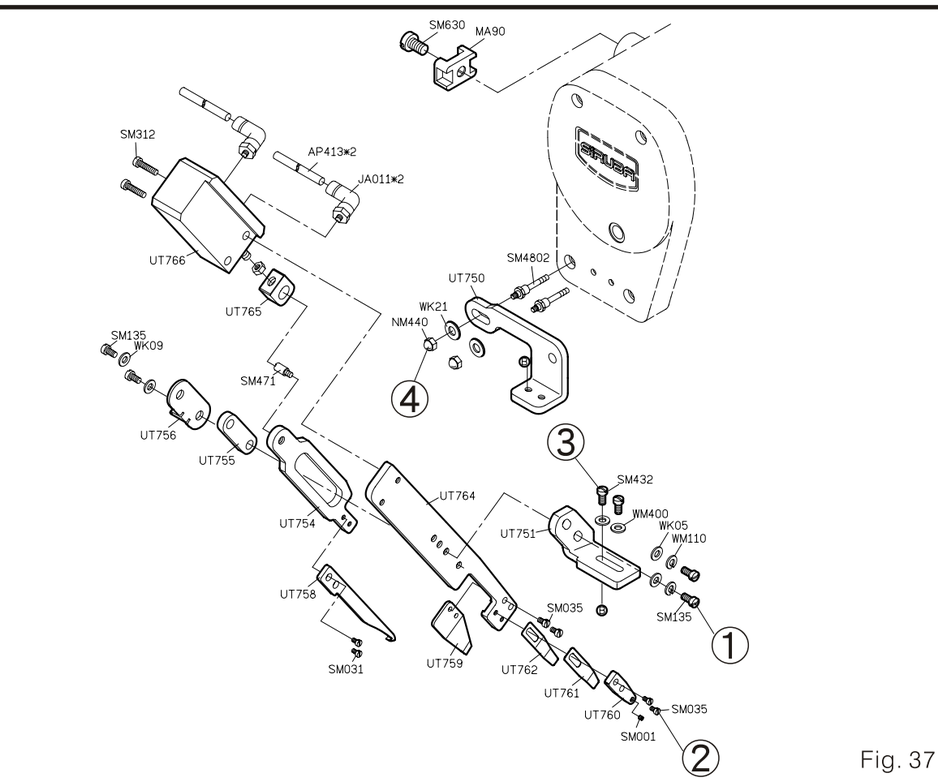

Fig. 37
4. Para ajustar la tapa de la cubierta del rebordeador, por favor afloje el tornillo 1 para mover a dirección izquierda/derecha, tornillo 2 para ajustar la dirección de arriba/abajo y el ángulo de balanceo frontal/posterior, tuerca 3 para ajustar posición frontal/posterior, o tuerca 4 para ajustar ángulo de balanceo izquierdo/derecho (Fig. 37).